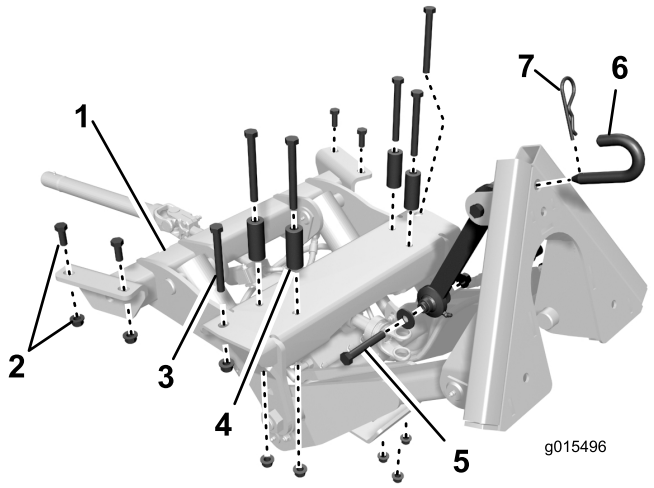
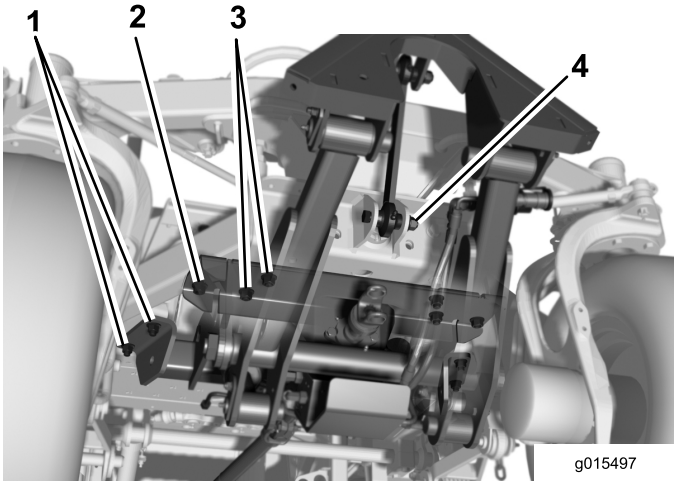
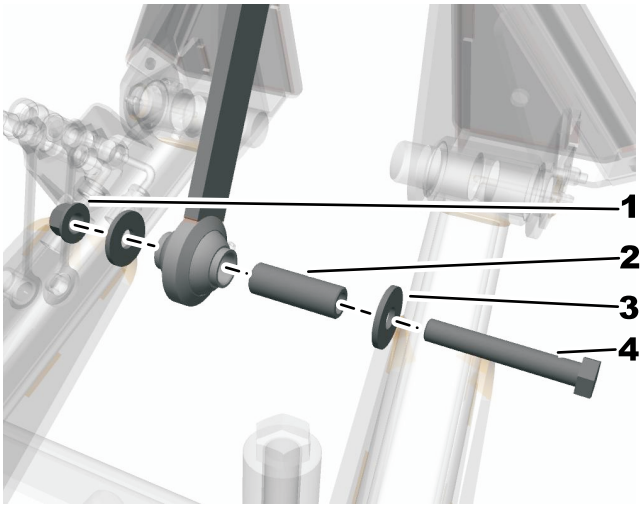

Figur 5
Figur 6
Figur 7
1. Figur 5 visar placering, inställning och storlek för de fästelement som används för att säkra den främre fästramen på undersidan av traktorenhetens ram (sett ovanifrån).
3. Placera den främre fästramen under maskinens främre del (Figur 6).
4. Höj upp den främre fästramen och rikta in monteringshålen mot monteringshålen i ramens kanaler och den främre ramens tvärplåt (Figur 6).
5. Framtill på tillbehöret: Fäst det yttre hålet på varje sida vid ramens kanaler med en skruv på 1/2 x 4 1/2 tum och en flänsmutter på 1/2 tum (Figur 6).
6. Baktill på tillbehöret: Fäst varje sida löst vid ramkanalerna med två skruvar på 1/2 x 1 1/4 tum och flänsmuttrar på 1/2 tum (Figur 6).
7. Använd de återstående fyra monteringshålen till att göra fast tillbehöret vid ramens tvärplåt med skruvar på 1/2 x 4 1/2 tum, distansbrickor och flänsmuttrar på 1/2 tum (Figur 6). Sätt distansbrickorna mellan skruvens huvud och tvärplåten.
9. Fäst den övre länkenheten vid axelstödet med skruven på 1/2 x 3 1/4 tum, två stödbrickor och en låsmutter på 1/2 tum (Figur 5 och Figur 6). Brickorna ska sitta på utsidan av öronen på axelstödet. Montera distansbrickan och dra åt till ett moment på 91–113 Nm (Figur 7).